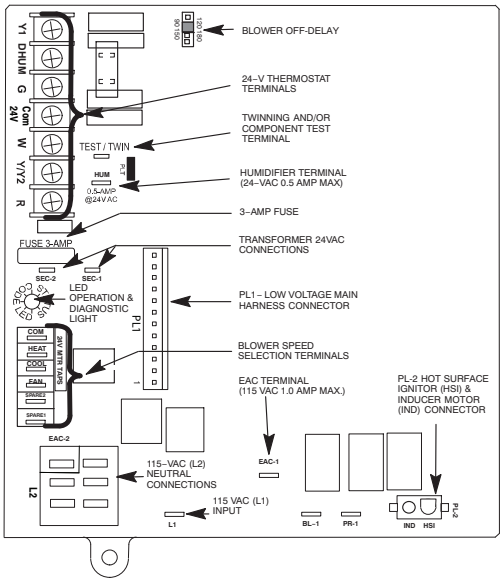

Fig. 15 - Single-Stage Furnace Control
6. Jumper R-W thermostat connections on control. (See Fig. 15)
1. Jumper R and W thermostat connections to call for heat. (See Fig. 15)